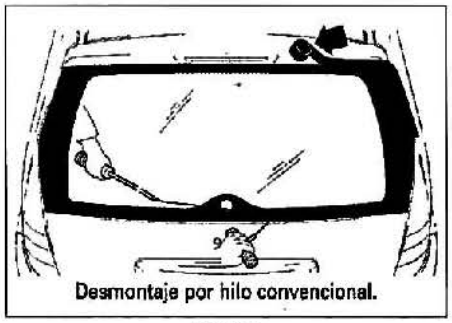

FIG. 96
• Proteger la periferia del portón para evitar deteriorarlo **(fig. 96).**